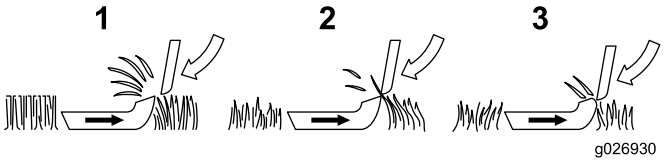

**Figure 9**
1. **Bedknife/Reel Contact** (Figure 9) – There must be light contact between the bedknife and the reel to keep the cutting edges sharp and to produce an excellent quality of cut. By contrast, mowers operated without light contact allow abrasive materials and grass to pass between the bedknife and the reel. This eroding action rounds off the bedknife and the reel cutting edges, which results in a poor quality of cut. If the cutting edges become round, the bedknife and the reel must be lapped. Excessive rounding off of the cutting edges may require that the bedknife and the reel be ground and lapped. Never compensate for round cutting edges by tightening the bedknife adjusting knob until there is heavy contact because the bedknife and the reel will wear unevenly and cause "rifling".